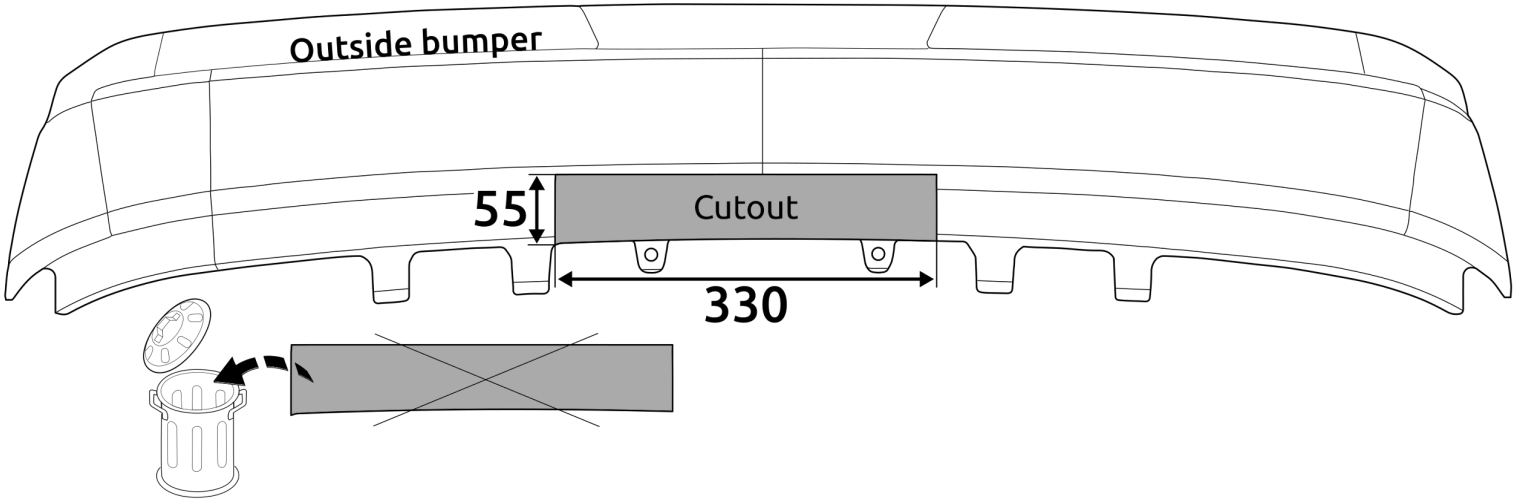

Fig. 6
14. Выпилить часть из бампера в середине снизу, как указано на рис. 6.